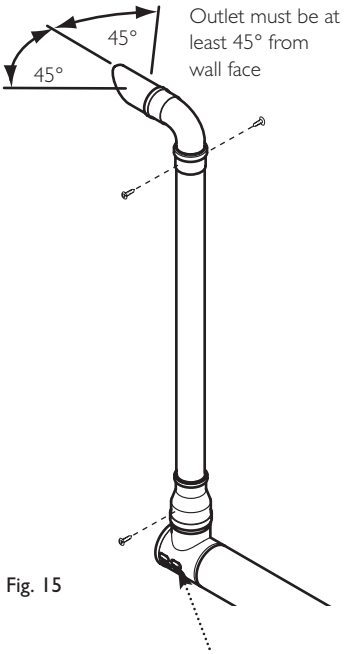
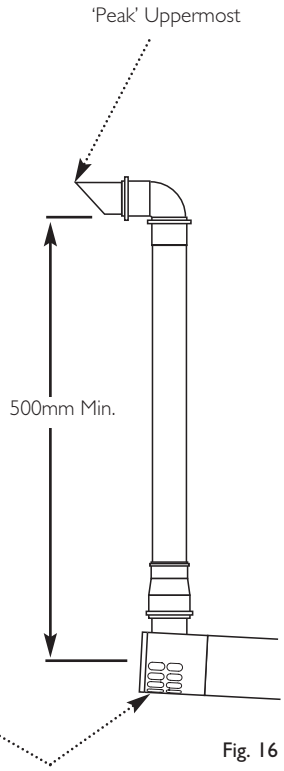

Fig. 15
Fig. 16
3. The plume outlet must always be at least 45° to the wall, with the 'peak' uppermost to prevent rain entry (Figs. 15 & 16), and be at least 2 metres above ground level. It must be secured as shown in Fig. 12a. The plume outlet must also be at least 500mm from the air inlet in any direction (Fig. 16).